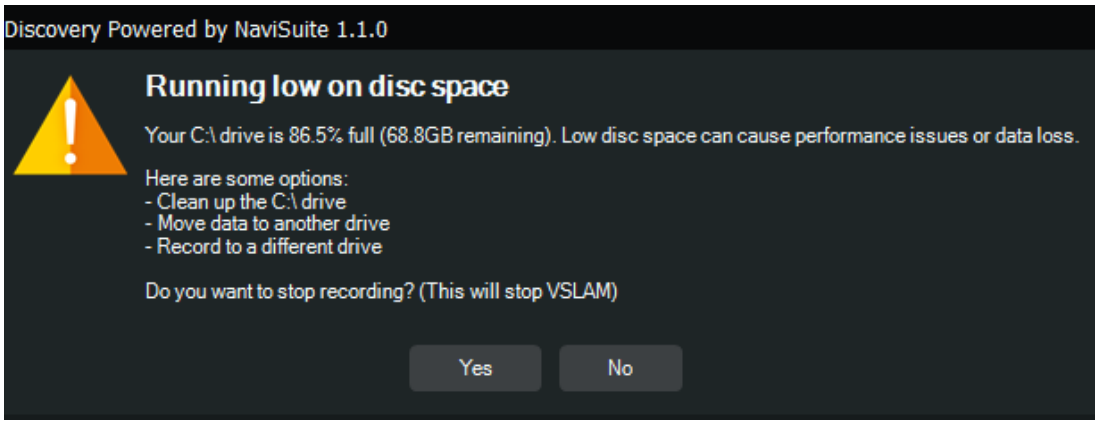

Figure 28 Discovery Powered by NaviSuite – remaining storage check pop up
- Red – When you have 100GB or less space remaining on the drive, along with the window appearing shown in Figure 28 Discovery Powered by NaviSuite – remaining storage check pop up.